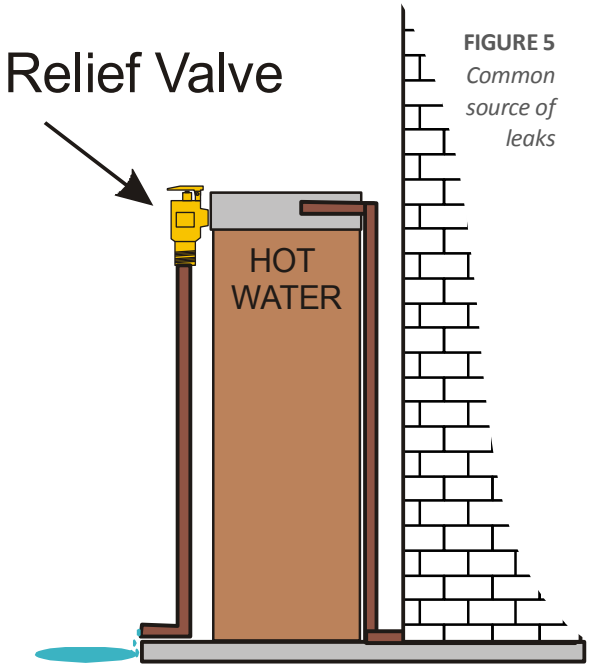

**FIGURE 5**
- hot water system relief valve pipes (Figure 5). If the discharge changes the moisture of the soil, the pipes should be connected to the stormwater drainage system